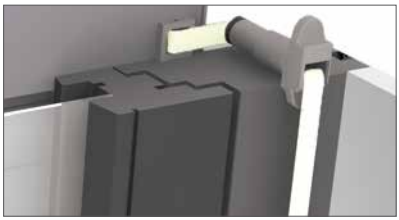

Abb. 63
6. Gurtdurchführung in Gurtführungsrohr einkleben (Bild 63).